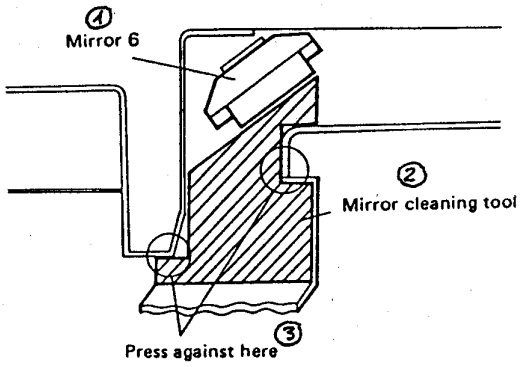

Рис. 4-17
2) Как показано на рис. 4-17, прижать приспособление для очистки зеркал к зеркалу 6 и обеспечить скольжение этого приспособления для осуществления очистки.